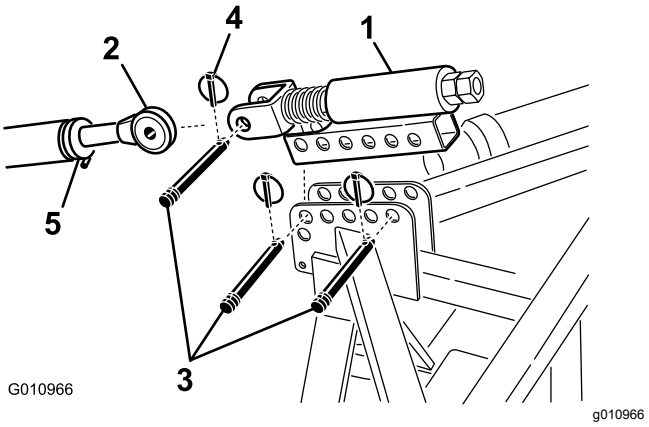

Figur 9
1. Monter den fjederbelastede topstang på dybdelufterens beslag med 2 kædebolte og ringstifter (Figur 9)
2. Løsn låsemøtrikken på traktorens topstang. Juster topstangens længde, indtil den flugter med gaffelbolten på dybdelufterens fjederbelastede topstang (Figur 9).
3. Tilslut traktorens topstang med gaffelbolten på den fjederbelastede topstang, og fastgør med en kædebolt og ringstift (Figur 9).
6. Drej topstangen, indtil fjederen er sammentrykt med ca. 13 mm (Figur 9).